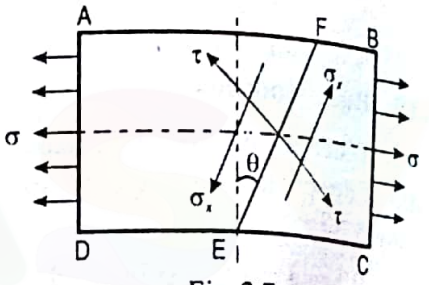

Fig. 2.7
Consider a rectangular body $ABCD$ of uniform cross-sectional area (A) and unit thickness subjected to principal tensile stress σ as shown in Fig. 2.7.